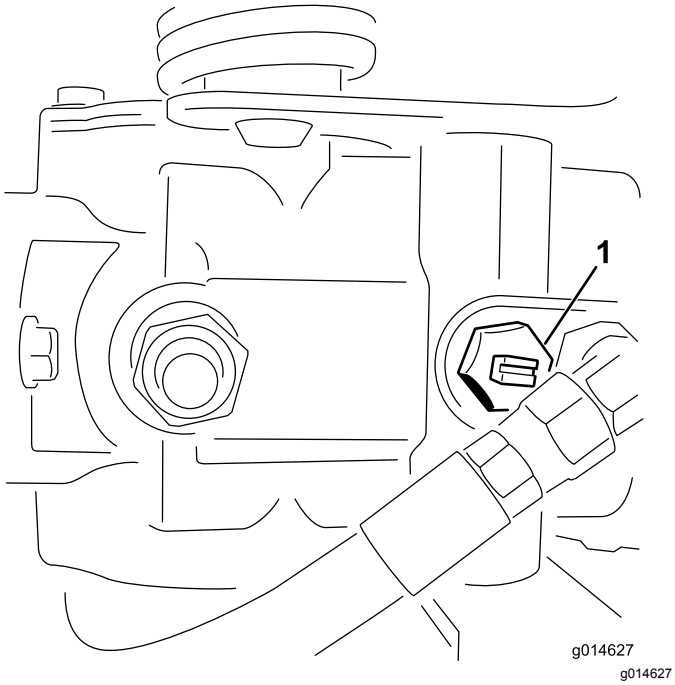

Figuur 25
1. Ga naar de omloopklep op de pomp en draai deze zodat de sleuf verticaal staat (Figuur 25).
2. Voordat u de motor start, moet u de omloopklep sluiten door deze zo te draaien dat de sleuf horizontaal staat (Figuur 25).